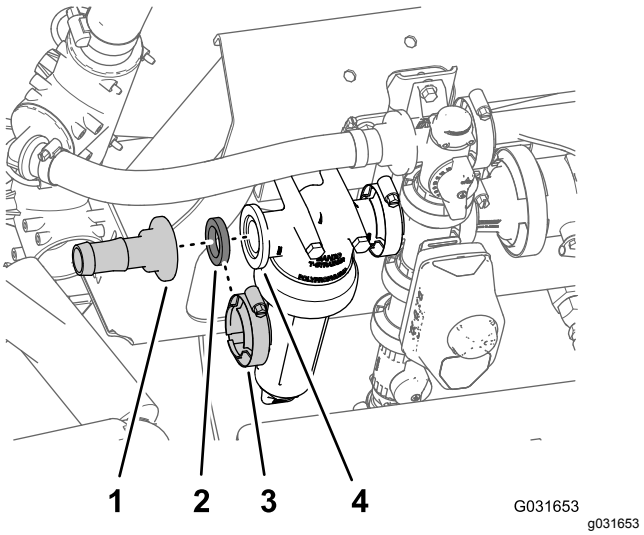

Figur 221
3. Fjern flensklemmen som fester den rette koblingen med mothaker og pakningen til filterhodeflensen, og fjern koblingen (Figur 221).